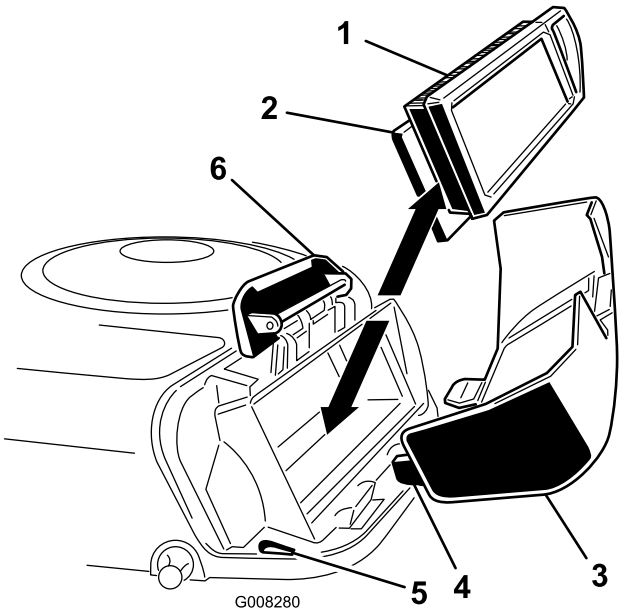

Figuur 22
4. Schuif het papierelement en het schuimelement voorzichtig van de ventilatorbehuizing (Figuur 22).
2. Houd de lipjes op het luchtfilterdeksel voor de sleuven van de ventilatorbehuizing (Figuur 22). Bevestig de hendel aan het luchtfilterdeksel en druk de hendel omlaag om het deksel vast te zetten op zijn plaats.